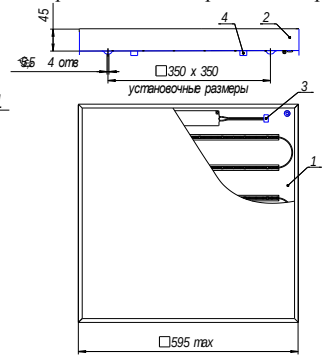

Рис.2
– для светильников с установкой на потолок накладным методом «П» (рис.2) (возможна установка в ячейку потолка типа Амстронг):